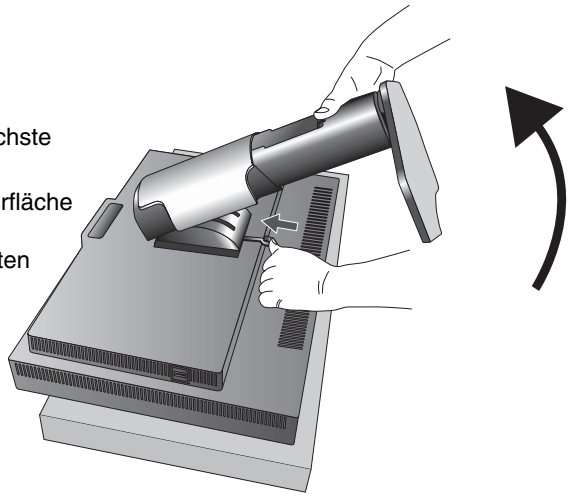

Abbildung S.1
3. Legen Sie den Monitor mit der Vorderseite nach unten auf eine glatte Oberfläche (**Abbildung S.1**).
Um dies zu vermeiden, legen Sie den Monitor mit der Display-Seite nach unten auf einen Tisch, wobei der integrierte Frontsensor über den Tischrand hinausragt (**Abbildung S.1**).
Drücken und halten Sie den Schnellfreigabehebel in Pfeilrichtung (**Abbildung S.1**).
5. Heben Sie den Monitorfuß an, um ihn vom Monitor zu lösen (**Abbildung S.1**).